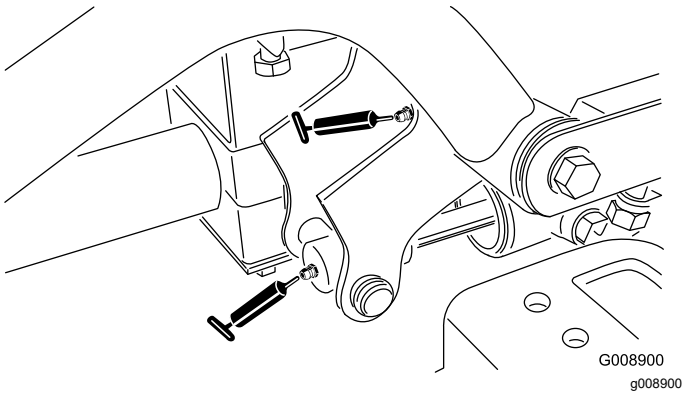

Figuur 66
- Draaipunt van voorste hefarm rechts en hefcilinder (2 nippels – Figuur 66)